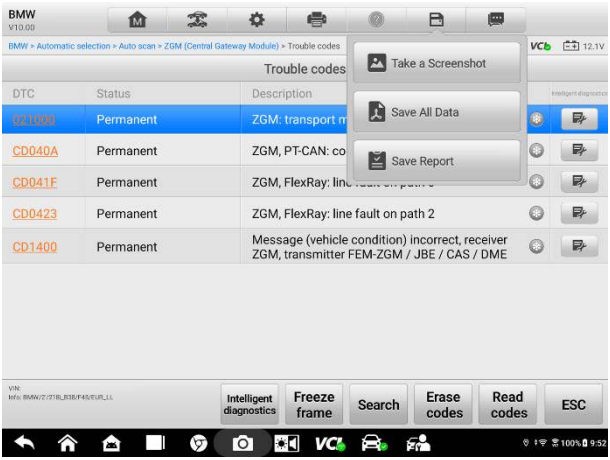

Figure 4-44 ***Read Codes Screen***
- In the EV diagnostics screens, such as the Trouble Code screen (see Figure 4-44),